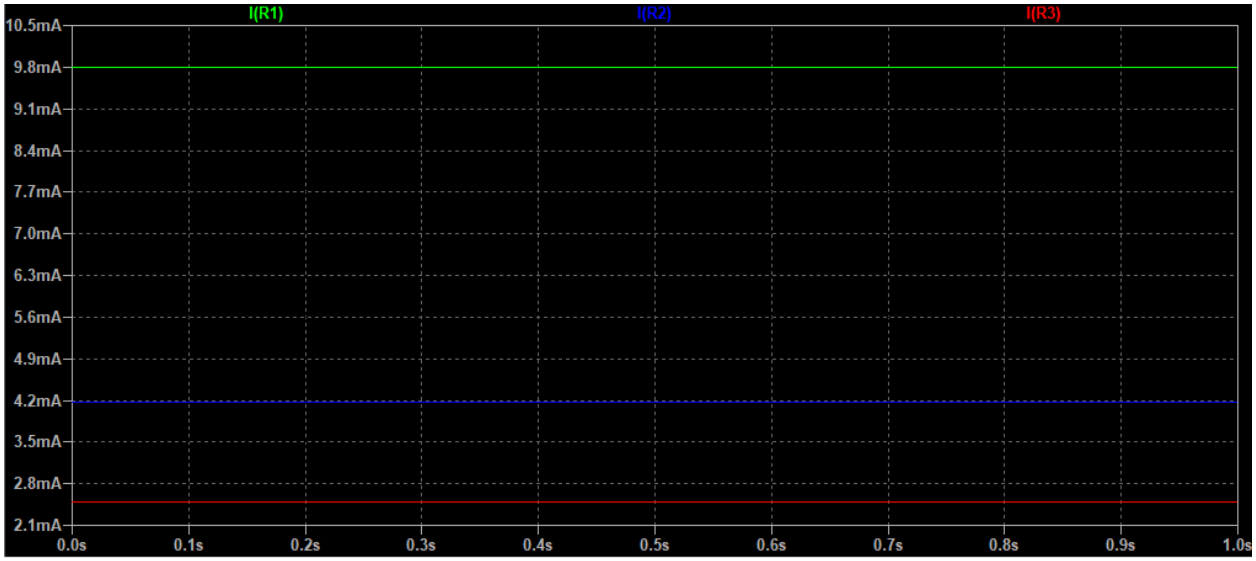

Fig. 9. LTSpice Current Through Resistors
- Repeat this for the other resistors and then take a screenshot of the plot (again using "snipping tool" or some other software). The plot you produce should be like Figure 9.